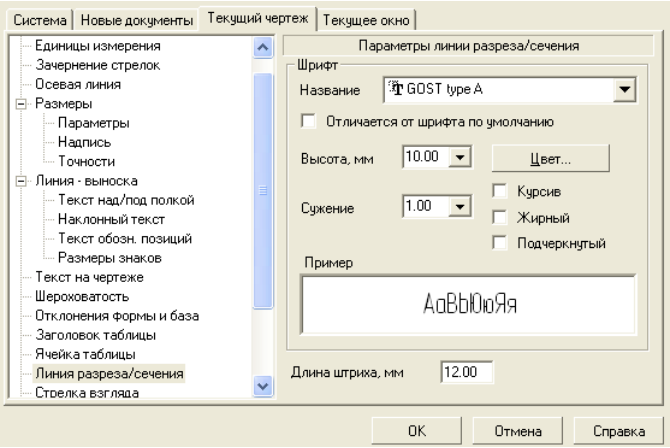

Рисунок 8.14 – Диалоговое окно Параметры с открытой вкладкой Текущий чертеж и панелью Параметры линии разреза/сечения
– щелкните по пункту *Линия разреза / сечения* (*Стрелка взгляда*). В правой части появится панель *Параметры линии разреза / сечения* (*Параметры стрелки взгляда*), показанная на рисунок 8.14.